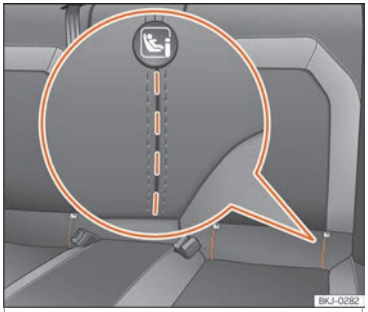

Fig. 24 Rear seat: slots die cut to access the ISOFIX / iSize securing rings.
Two "ISOFIX" retaining rings are fitted on each rear side seat. In some vehicles, the rings are secured to the seat frame and, in others, they are secured to the rear floor. The "ISOFIX" rings are located between the rear seat backrest and the seat cushioning ››› Fig. 24. The Top Tether* rings are located on the rear part of the backrests of the rear seats (behind the seat backrest or in the boot) ››› page 35.
- Open the cut-out section behind the marked grooves to access the retaining rings ››› Fig. 24.